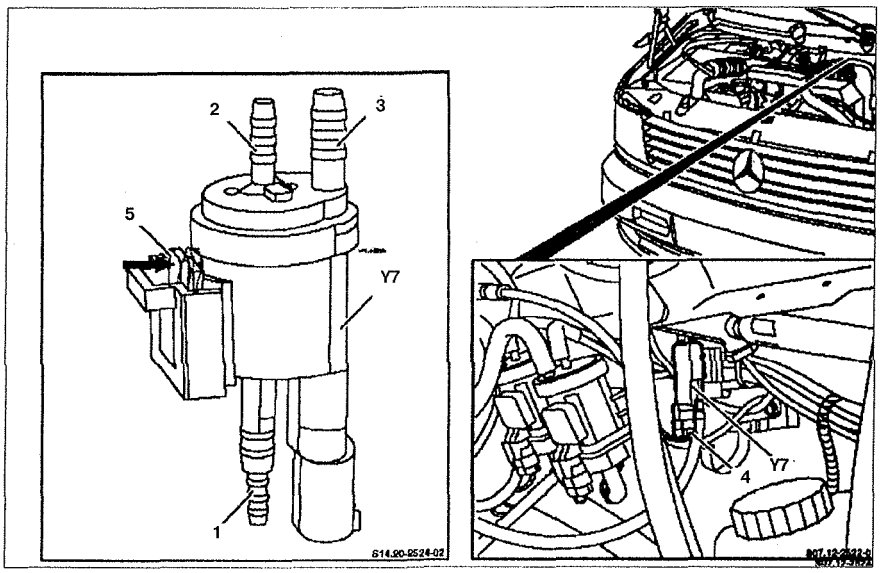

Рис. 4.60. Клапан защиты трансмиссии:
1. Отсоедините разъем проводки **4** от клапана защиты трансмиссии **Y7** (см.рис.4.60).